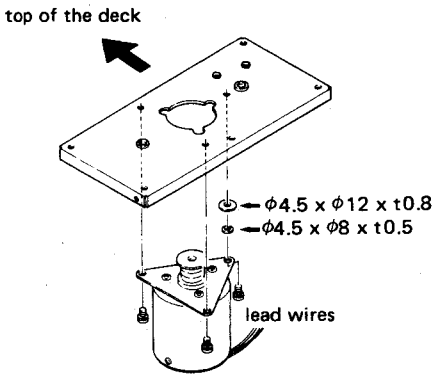

Fig. 2-1 Capstan motor replacement
1.キャプスタン・モータを交換する場合は,図2-1の矢印が示すワッシャの取付け位置に注意すること．